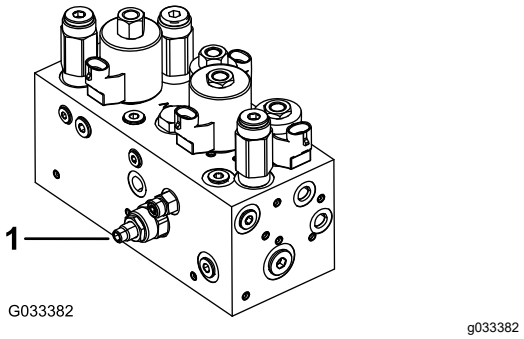

**Figuur 48**
Het circuit voor het opheffen/neerlaten van het maaidek is uitgerust met een doorstroomregelklep (Figuur 48). Deze klep is in de fabriek zo afgesteld dat deze na ongeveer 3 slagen opengaat. U moet de klep echter wellicht bijstellen in verband met verschillen in de temperaturen van de hydraulische vloeistof, maaisnelheden, enz.
1. Breng de stoel omhoog en ga naar de doorstroomregelklep voor het middelste trekframe (Figuur 48) die zich bevindt naast het verdeelstuk van het hydraulische systeem.